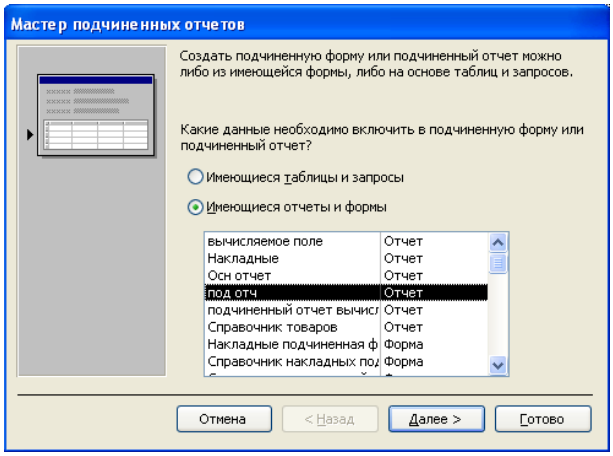

Рис. 5.26. *Мастер подчиненных отчетов*
4. На экране появляется диалоговое окно *Мастер подчиненных отчетов* (рис. 5.26), в котором выбирается подчиненный отчет.